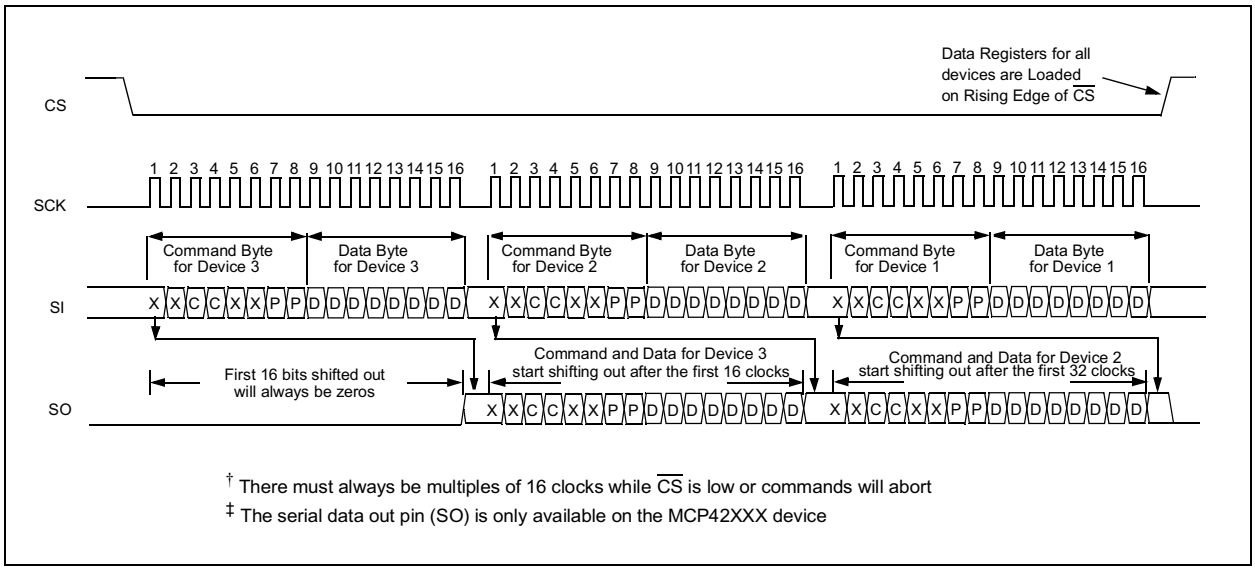
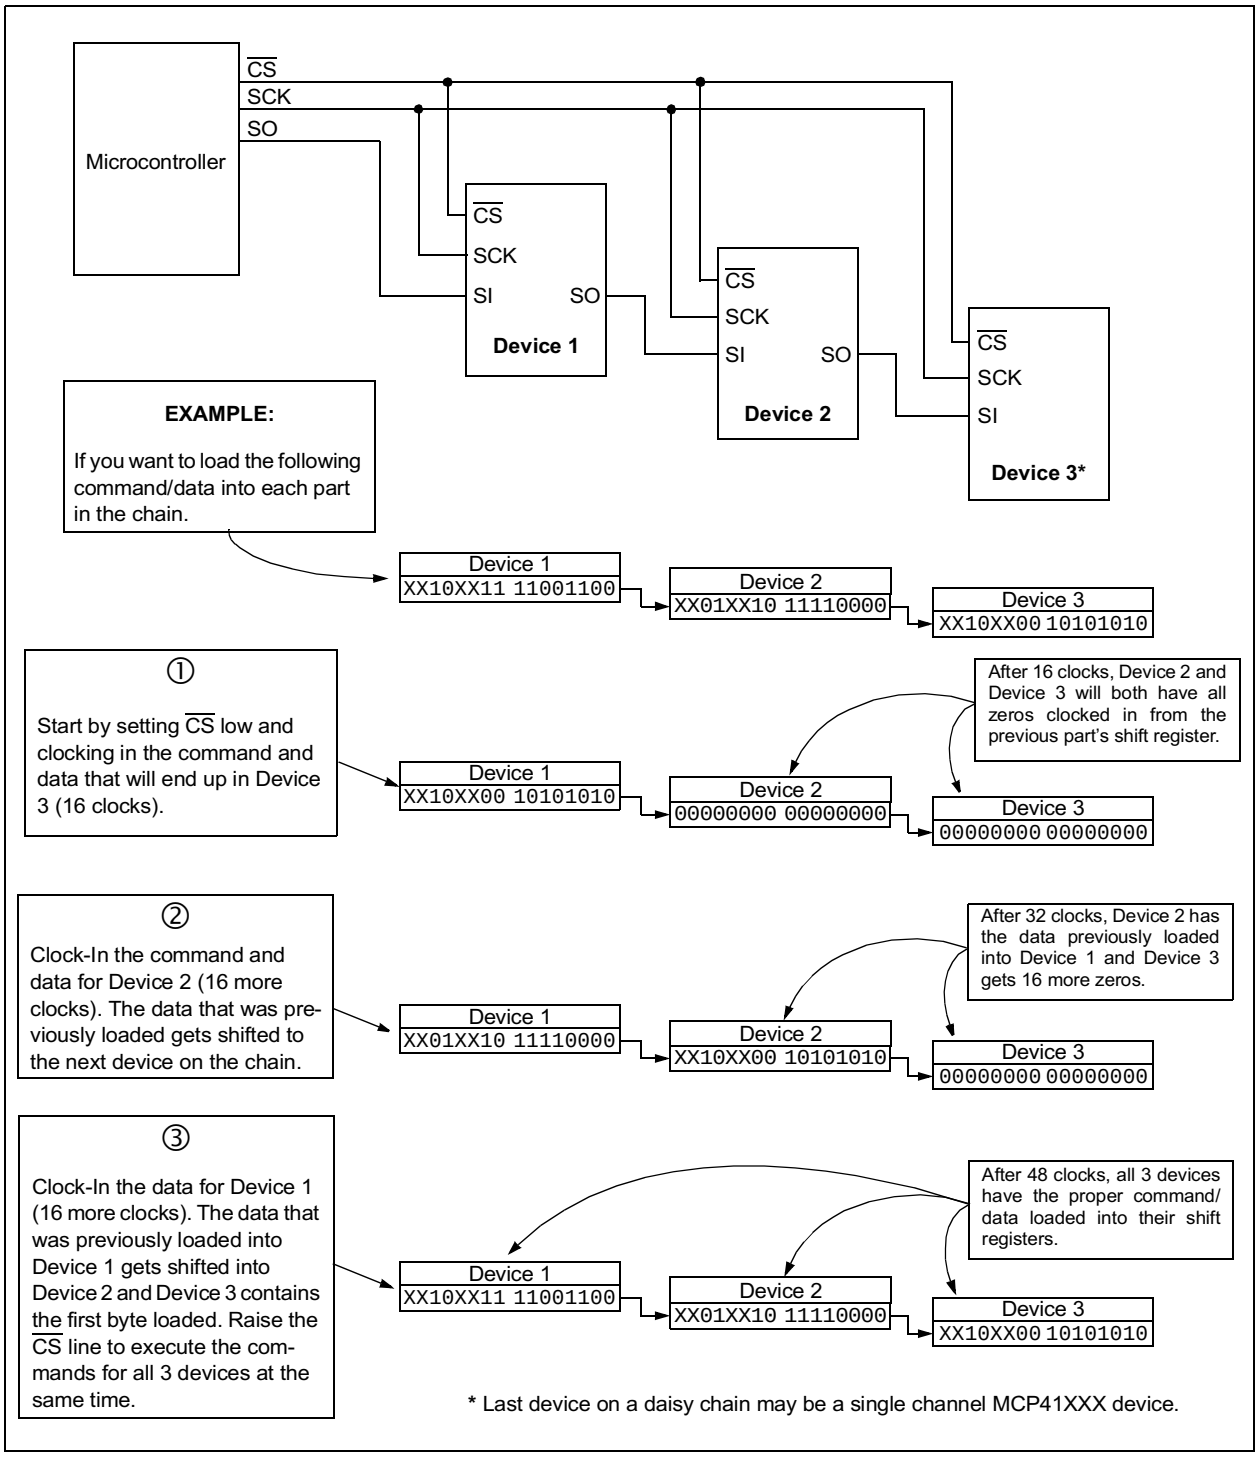

Figure 5-3: *Timing Diagram for Daisy-Chain Configuration*
Figure 5-4: *Daisy-Chain Configuration*
Multiple MCP42XXX devices can be connected in a daisy-chain configuration as shown in Figure 5-4, by connecting the SO pin from one device to the SI pin on the next device. The data on the SO pin is the output of the 16-bit shift register. The daisy-chain configuration allows the system designer to communicate with several devices without using a separate $\overline{CS}$ line for each device. The example shows a daisy chain configuration with three devices, although any number of devices (with or without the same resistor values) can be configured this way. While it is not possible to use a MCP41XXX at the beginning or middle of a daisy-chain because it does not provide the serial data out (SO) pin, it is possible to use the device at the end of a chain. As shown in the timing diagram in Figure 5-3, data will be clocked out of the SO pin on the falling edge of the clock. The SO pin has a CMOS push-pull output and will drive low when $\overline{CS}$ goes high. SO **will not** go to a high impedance state when $\overline{CS}$ is held high.